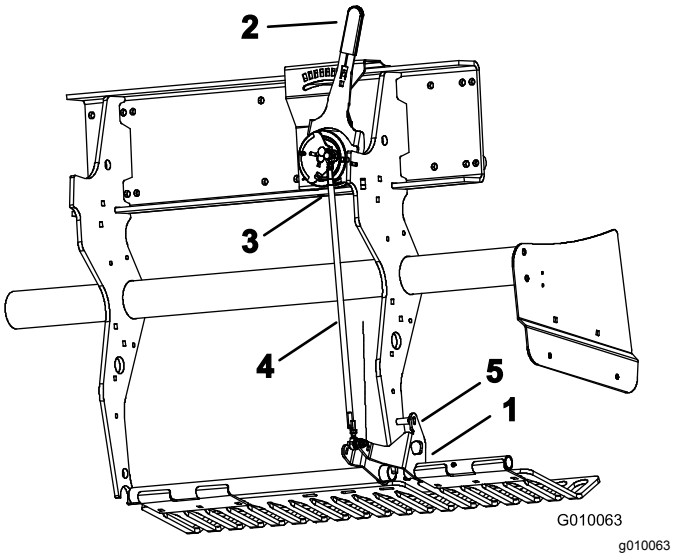

Figur 59
2. Vrid det vänstra gräsmatteskyddets monteringsfäste (Figur 59) uppåt tills en låspinne (5/16 silverstål eller bult) kan föras in mellan fästet och djupinställningsröret som är svetsat till ramen.
3. Flytta reglaget för luftarpinnsdjupet (Figur 59) till ”H”-inställningen (den djupaste).
4. Koppla bort utombordskulbrytaren (Figur 59) från ledningsnätet (huvud lågt-brytare).
5. Lossa kontramuttrarna (till vänster och höger) på dragstången för djupjustering (Figur 59).